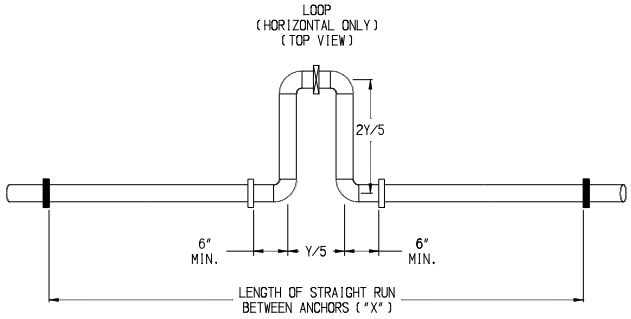
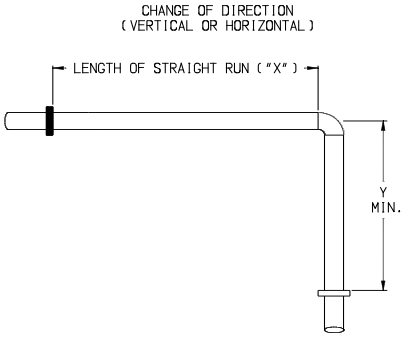

Figure 7.3a
Figure 7.3c
- For CPVC/PVC pipe design the vent system to allow 3/8" of thermal expansion for every 10ft of CPVC/PVC pipe. The boiler will always act as an anchor to one end of the vent system. If at all possible, select and install hangers and wall thimbles so that the vent system can expand towards the terminal. When a straight run of pipe exceeds 20ft and must be restrained at both ends, an offset or expansion loop must be provided (Figures 7.3a, 7.3b). When a straight horizontal run of pipe exceeds 20ft and is restrained at one end with an elbow at the other, avoid putting a hanger or guide less than “Y” inches from the elbow in the adjoining straight section (Figure 7.3c). Thermal expansion fittings are not permitted.